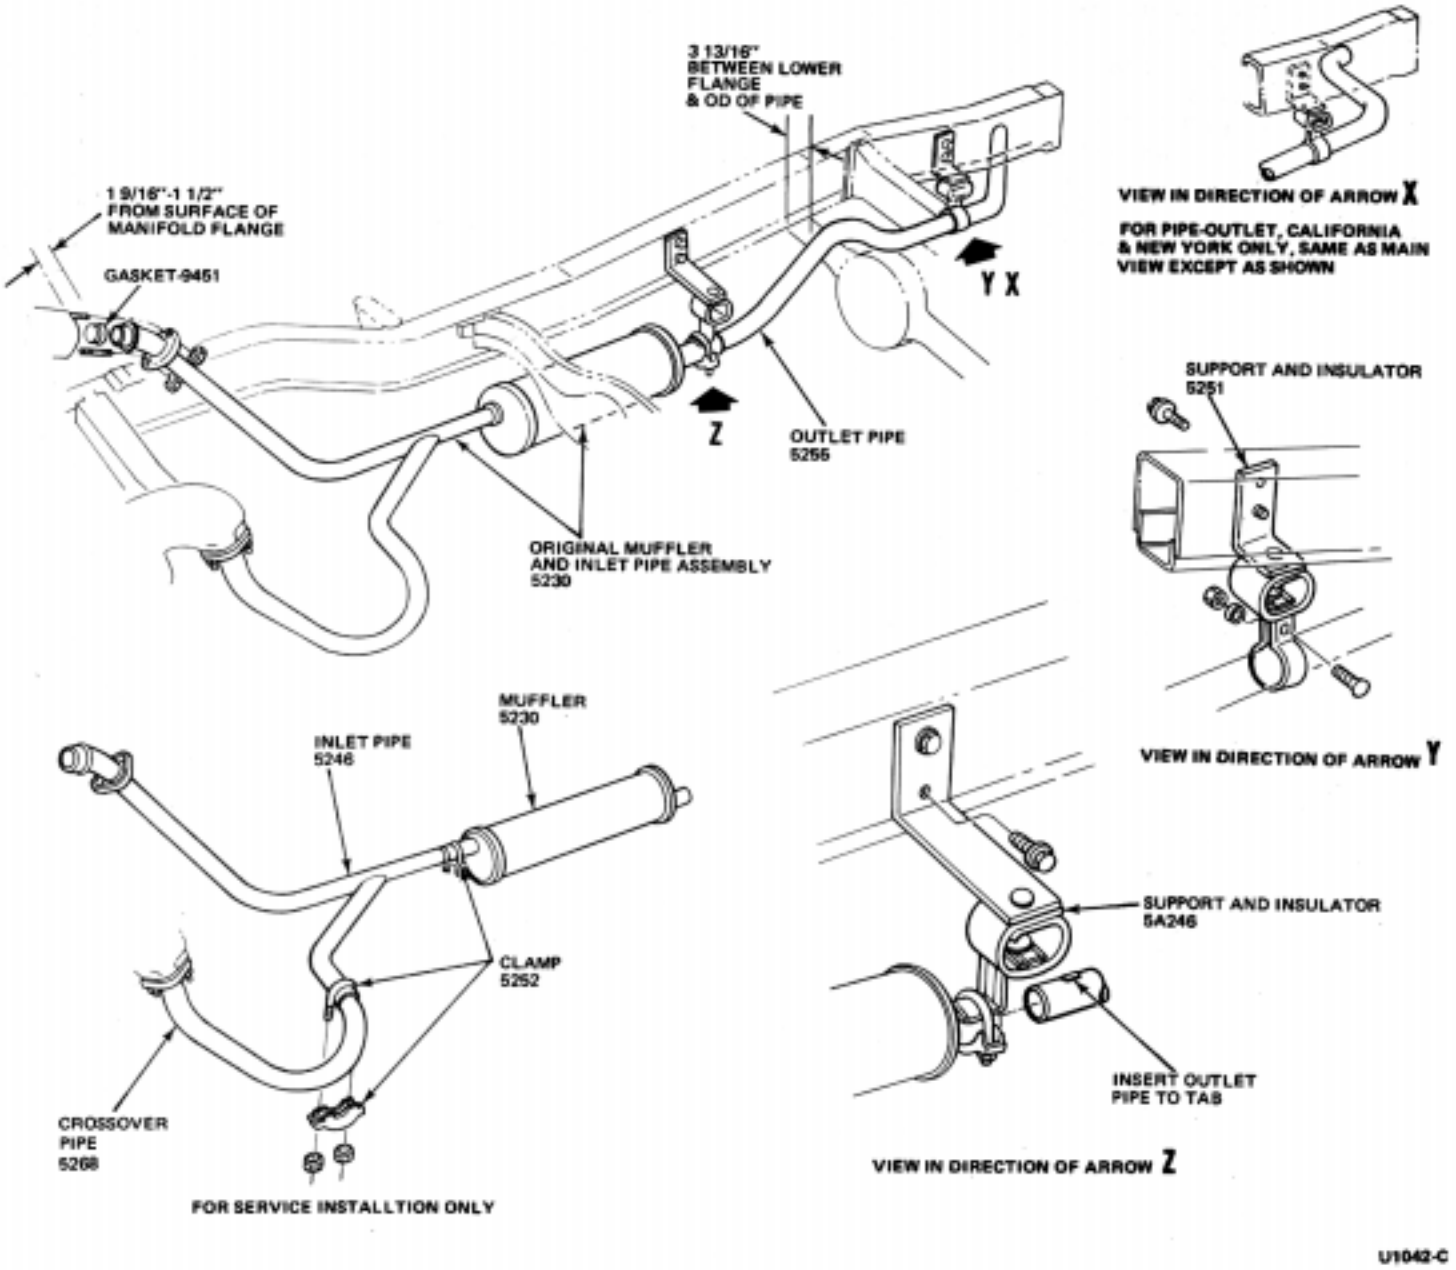

FIG. 1 Bronco V-8 Single Exhaust System
2. Loosen the outlet pipe retaining clamp at the rear support bracket (Fig. 1).
2. Loosen the retaining clamp(s) securing the outlet pipe to the rear support bracket(s) (Figs. 1 or 2).
2. Remove the clamps securing the outlet pipe to the muffler and support brackets (Figs. 1 or 2).